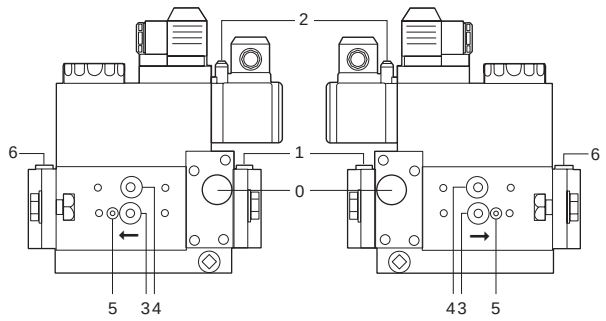
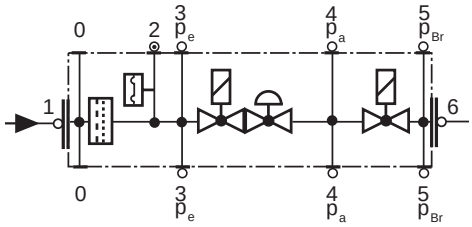

Fig. 12
Fig. 13
- Change the filter if the pressure difference between pressure connection 1 and 3 (Fig. 12-Fig. 13)is $\Delta p > 10$ mbar.
- Change the filter if the pressure difference between pressure connection 1 and 3 (Fig. 12-Fig. 13) is twice as high compared to the last check.